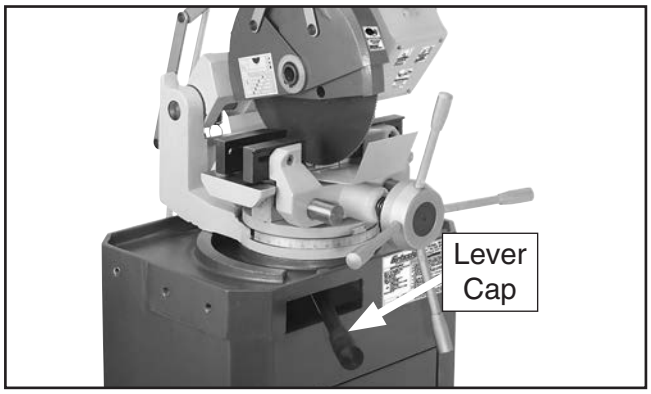

Figure 13. Handle installed on lock lever.
6. Thread lever cap onto lock lever (see **Figure 13**).